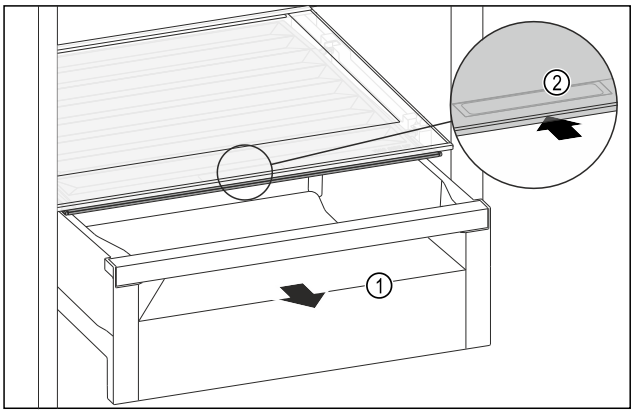

Fig. 125
▶ Extrageți sertarul *Fig. 125 (1)*.
▶ Prindeți mânerul încastrat *Fig. 125 (2)* de la capacul compartimentului și glisați concomitent capacul compartimentului spre partea posterioară.